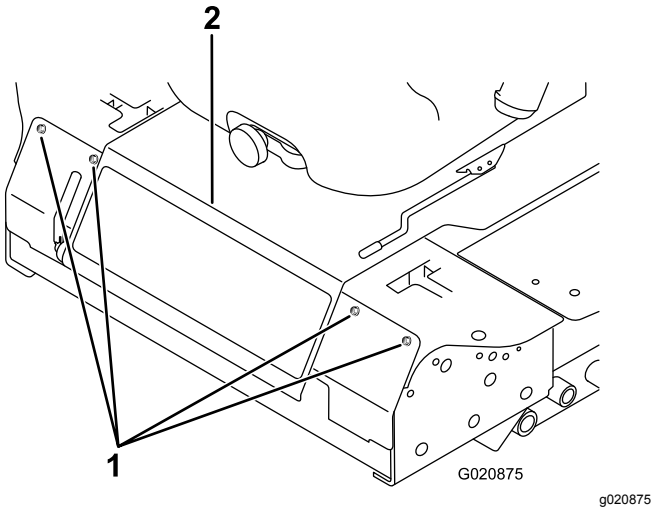

Figuur 48
3. Draai de bouten los waarmee het voorpaneel vastzit, en verwijder het paneel (Figuur 48).